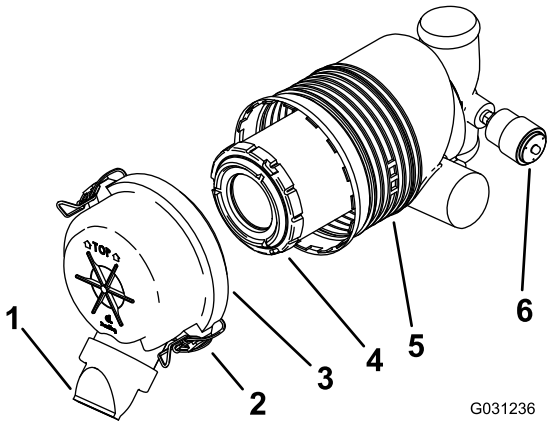

**Rysunek 44**
**Ważne: Serwis filtra powietrza wykonuj tylko wtedy, gdy wskaźnik serwisowy wskazuje kolor czerwony (Rysunek 44). Zbyt wczesna wymiana filtra powietrza może jedynie zwiększyć ryzyko wprowadzenia zanieczyszczeń do silnika po zdjęciu filtra.**
4. Zwolnij zatrzaski znajdujące się na filtrze powietrza i zdejmij pokrywę filtra powietrza z obudowy filtra (Rysunek 44).
1. Delikatnie wysuń filtr powietrza z obudowy (Rysunek 44).
4. Ostrożnie zamontuj filtr (Rysunek 44).
5. Załóż pokrywę filtra powietrza stroną oznaczoną jako TOP do góry i zabezpiecz zatrzaskami (Rysunek 44).